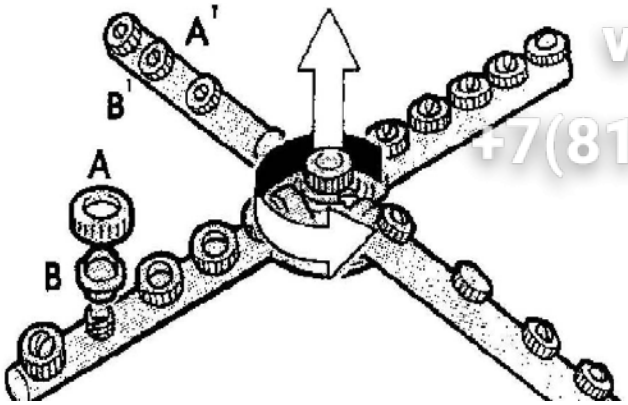

Рис. 12
- при необходимости снять разбрызгиватели, открутив стопорный винт (см. Рис. 12);